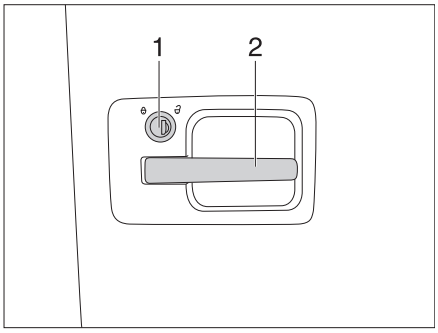
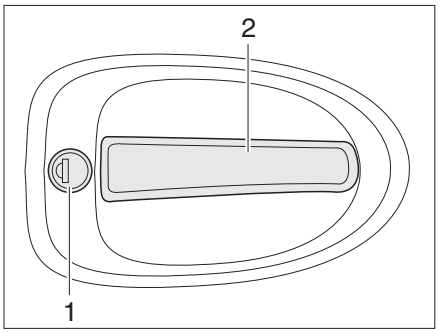

Fig. 18 Door lock, outside
Fig. 19 Door lock, outside
- Insert the key in the locking cylinder (Fig. 18,1 and Fig. 19,1) and turn clockwise until the door lock is unlatched.
- Pull on the handle (Fig. 18,2 and Fig. 19,2). The door is open.
- Insert the key in the locking cylinder (Fig. 18,1 and Fig. 19,1) and turn it antic-lockwise until the door lock is engaged.